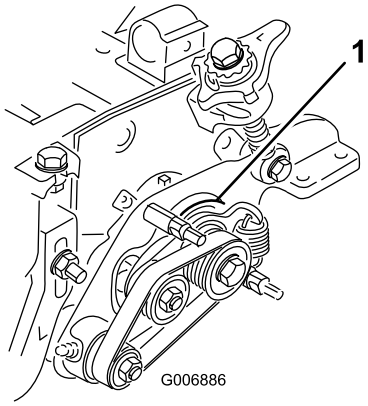

Figur 47
6. Kontroller, at bøsningen på hovedtrækket (Figur 47) drejer frit om navet.